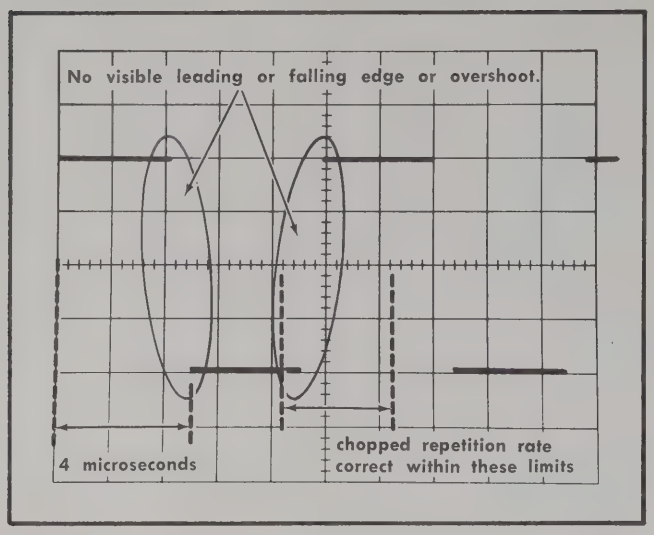

Fig. 5-17. Typical CRT display when checking chopped operation.
c. CHECK—CRT display for duration of each cycle between 4.2 and 6.2 divisions (100 kilohertz, ±20%; see Fig. 5-17).
d. CHECK—CRT display for complete blanking of switching transients between chopped segments (see Fig. 5-17).